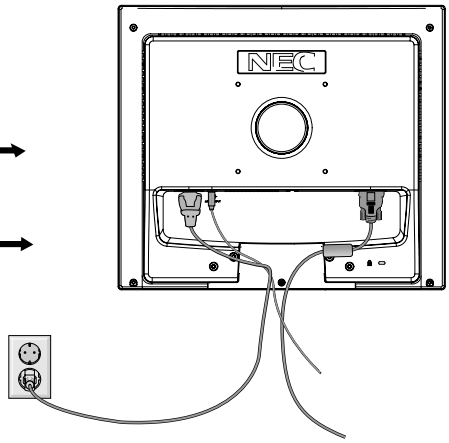

Figure R.3
4. Connectez le cordon d'alimentation AC et le câble de signal à l'arrière du moniteur (**Figure R.3**).